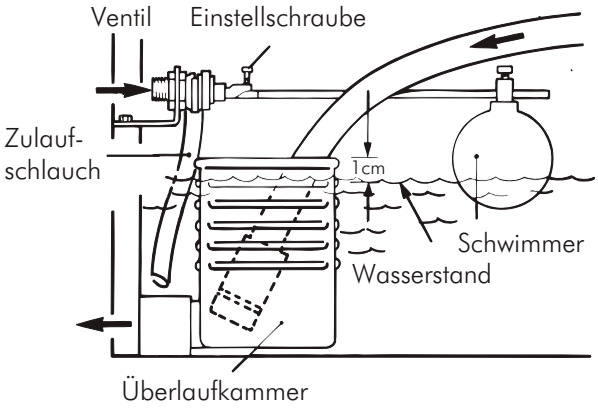
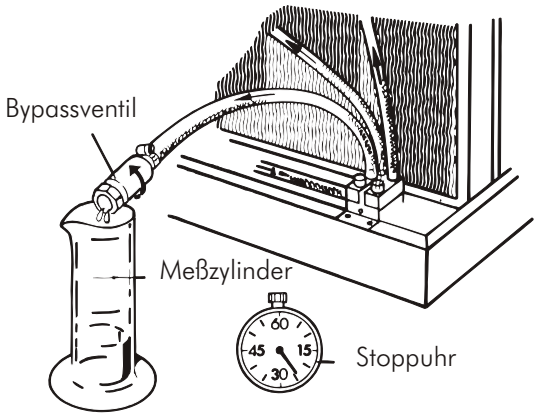

Abb. 30
Abb. 31
- Bei Umlaufwasserbetrib die Wasserwanne spülen, um den von der Fabrikation noch haftenden Staub zu entfernen. Mit Hilfe der Einstellschraube das Wasserniveau in der Wanne auf etwa 1cm unter den Rand der Überlaufkammer einstellen (Abb. 30). Das Bypassventil voll öffnen, das Absperrventil öffnen und Pumpe einschalten. Das Wasser ist in kurzen Zeitabständen zu wechseln, bis die Kontaktkörperflächen von Fabrikationsstäuben sauber gespült sind. Erst dann, wenn das Wasser klar bleibt, ist je nach Feuchtigkeitsbedarf das Absperrventil zu öffnen oder zu schließen bzw. die Pumpe ein- oder auszuschalten. Die Ablaufwassermenge wird mit Hilfe eines Meßzylinders und einer Stoppuhr über das Bypassventil eingestellt (Abb. 31). Nach der Einstellung ist der Bypass-Schlauch in die Überlaufkammer zurückzulegen (Abb. 30).